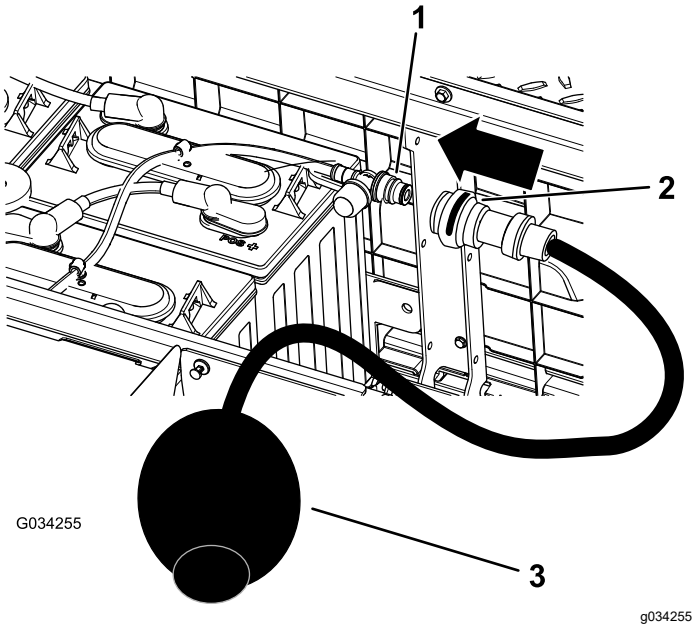

Figur 37
4. Koble din Toro-vannhåndpumpe til vannpåfyllingsporten (Figur 37).